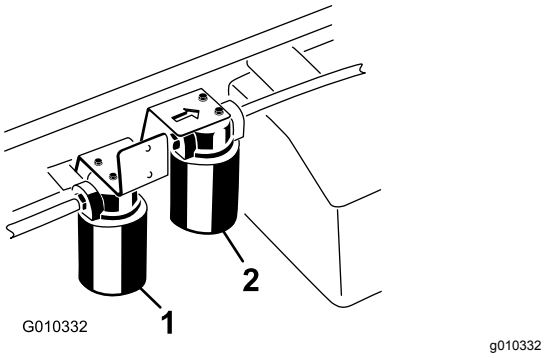

Figur 71
5. Anbring en drænbakke under filteret, og afmonter filteret (Figur 71).
4. Rengør det område, hvor højstrømningsfilteret monteres (Figur 71).